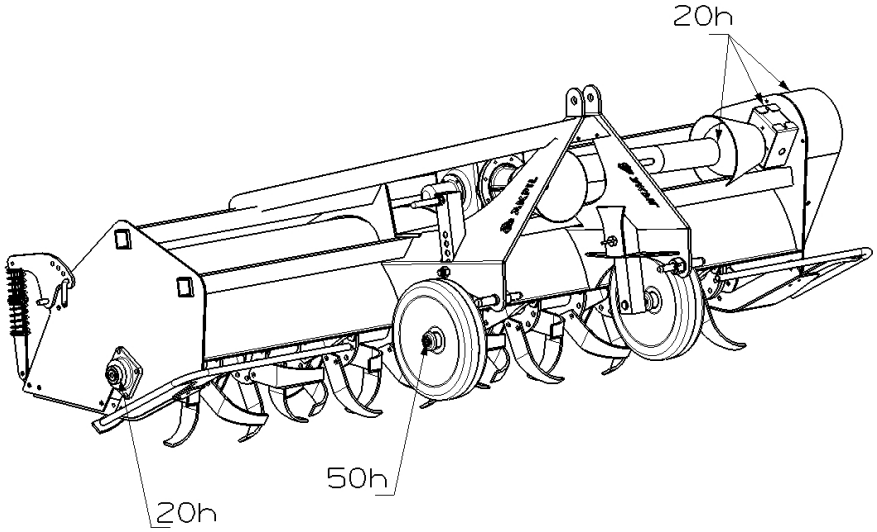

Rysunek 6. Punkty smarowania oznaczone na maszynie.
4. nasmarować glebogryzarkę wg. wskazówek na rys. 6,